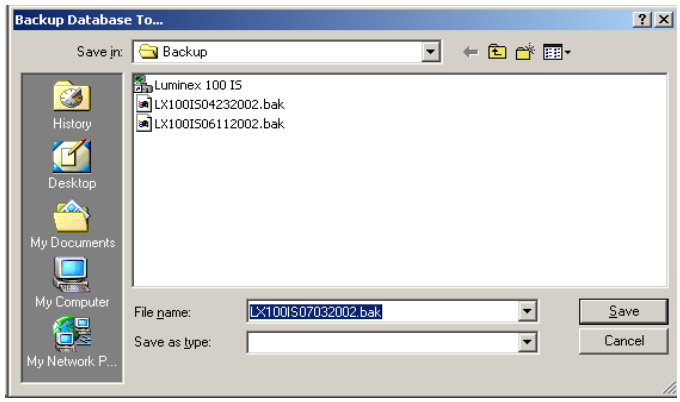

Figure B-18 Backup Database To... Dialog Box
1. On the **Tools** menu, click **Database Backup**. The **Backup Database To...** dialog box opens. See Figure B-18.